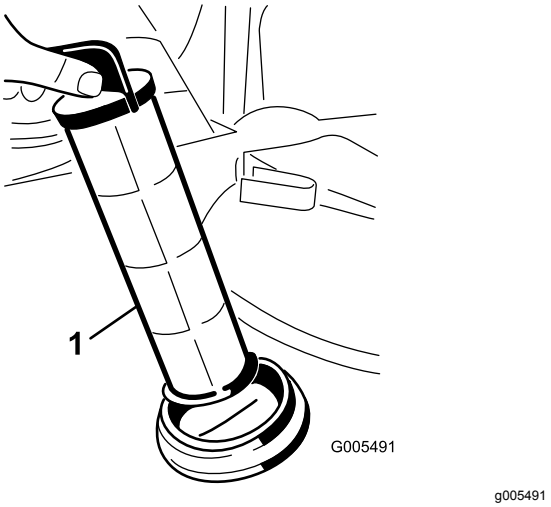

Figuur 49
4. Trek de zuigkorf uit de opening (Figuur 49).